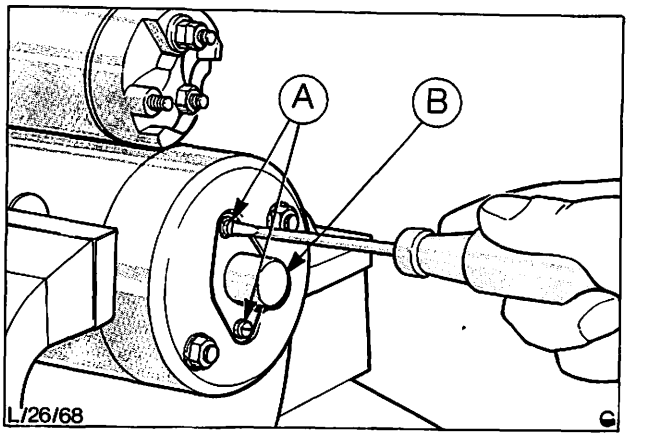

Abb. 78 A = Schrauben – Schutzkappe
21. Dichtung – Schutzkappe auf das Kollektorlagerschild auflegen, Ende der Ankerwelle etwas fetten (Lithium-Fett) und Schutzkappe mit zwei Schrauben montieren, Abb. 78.